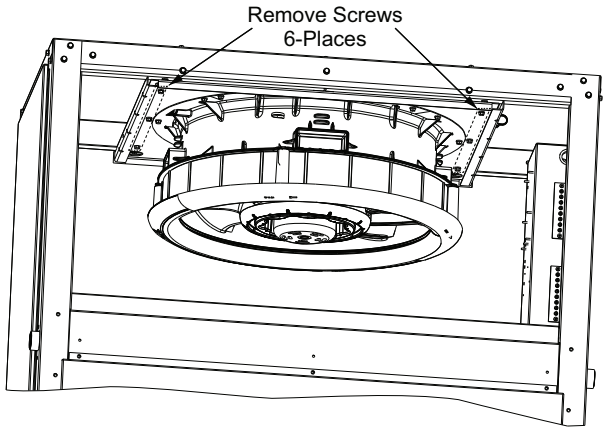

Fig. 39 — Remove Screws from Fan Deck Assembly
3. Remove six screws from the fan deck. See Fig. 39.